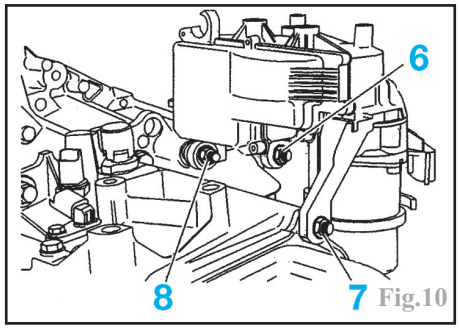

Fig.10
Presserrer les écrous (8), (6) et (7) jusqu'au contact (Fig.10).